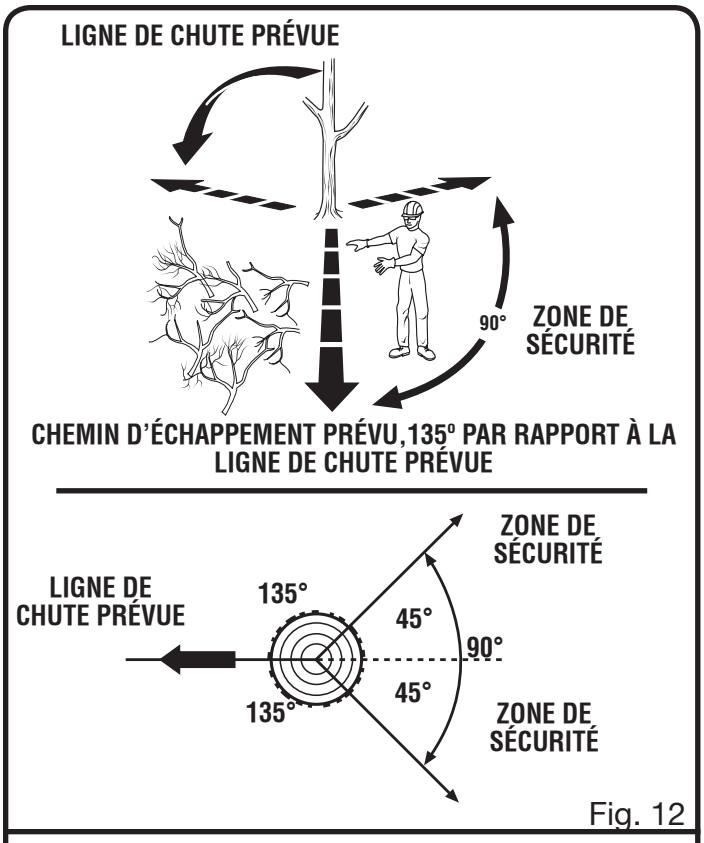

Fig. 12
Voir la figure 12 à 15.
- Avant de commencer une coupe, déterminer un chemin d'échappement (ou plusieurs au cas ou le chemin prévu serait bloqué) déblayer les environs immédiats et s'assurer qu'aucun obstacle se trouve sur le chemin d'échappement prévu. Déblayer le chemin d'échappement sur environ 135º par rapport à la ligne de chute prévue. Le chemin d'échappement doit s'étendre en diagonale, à l'opposé de la ligne de chute prévue. *Voir la figure 12.*